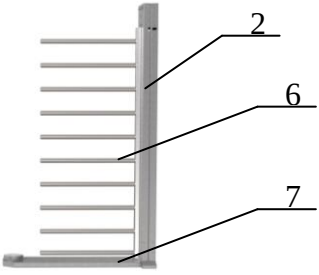

Рис. 1
1. Сборка турникета. Рис. 1, 2, 3 (вариант сборки двумя сборщиками):
прохода **2** (рис.1); состыкуйте указанные элементы друг с другом присоединительными элементами и закрутите по три болта М12 с каждой стороны; поставьте собранный портал вертикально на месте установки турникета; закрепите к стойке ограничения прохода напольную плиту **7** (рис.1)четырьмя винтами М12.
Состыкуйте лопасть ограничителя прохода **6** (рис.1) со стойкой ограничения прохода **2** (рис.1) и закрепите винтами М8 с дистанционными втулками;